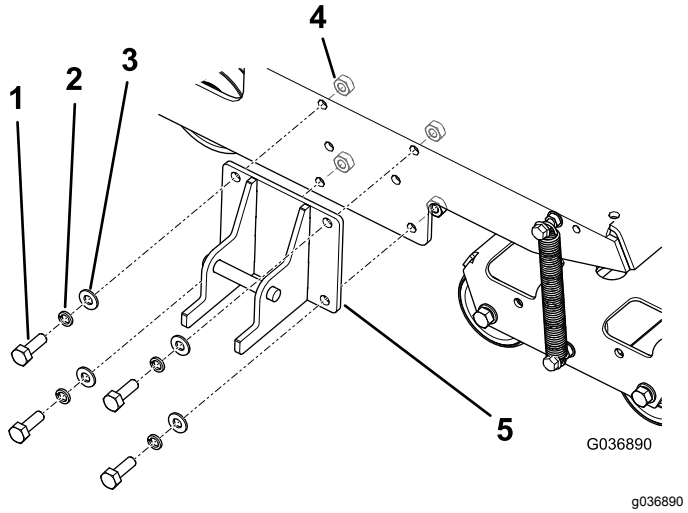

**Figura 4**
1. Instale o suporte do trinco na estrutura da máquina como se mostra na Figura 4.